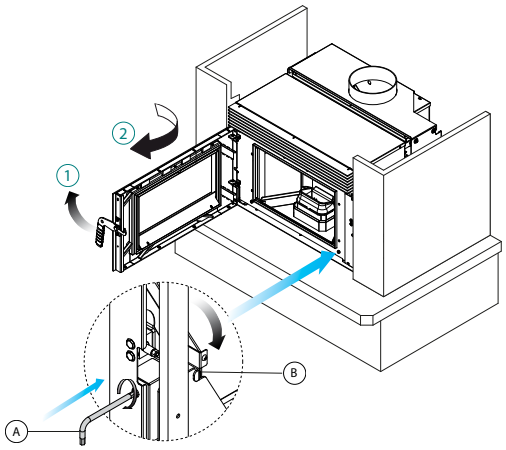

Abb. 6.1.13
13) Öffnen Sie die Tür, stecken Sie den Inbusschlüssel (A) in die Anschlagaufnahme; drehen Sie den Verriegelungshebel im Uhrzeigersinn in Position (B), um die Schienen zu verriegeln (Abb. 6.1.13)